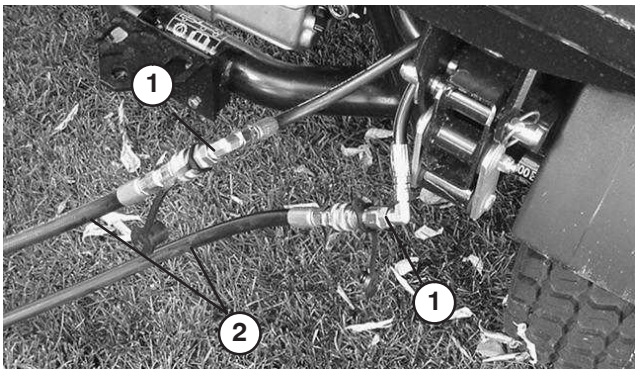

Bild 74
- Schließen Sie am kaputten Fahrzeug die beiden Anlasserschläuche an die Schläuche an, die abgeschlossen wurden (Bild 74). Verschließen Sie nicht verwendete Anschlüsse.